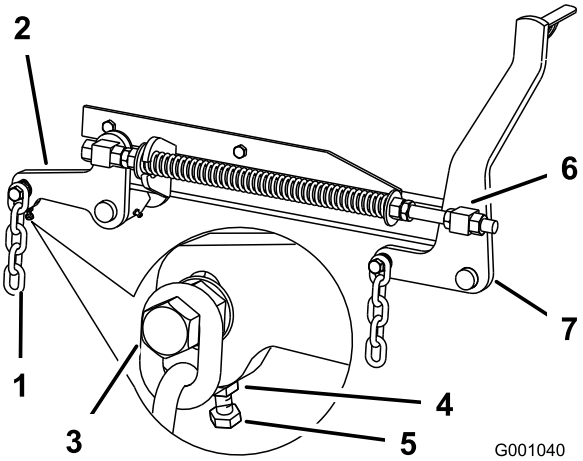

**Figuur 81**
7. Als de afstanden bij punten **B** of **C** niet correct zijn, maakt u de bout los waarmee de achterste ketting is bevestigd aan de achterste steunarm (Figuur 81).
8. Maak de contramoer onder de achterste steunarm los en draai aan de stelbout totdat de afstand 80 tot 83 mm bedraagt (Figuur 81).
7. Draai de contramoeren op de voorkant van de rechter- en linkerwartel ongeveer 13 mm los (Figuur 81).
8. Draai aan de drukmoeren op de linker- en rechterzijde van de machine totdat de voorkant van het maaimes 6 tot 10 mm lager staat bij **A** dan de achterkant bij **B** (Figuur 81).